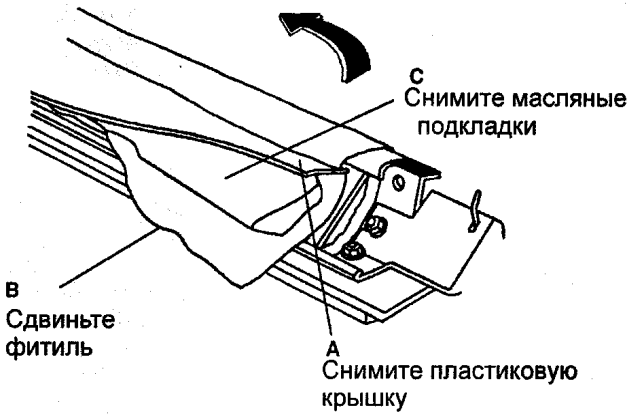

Рис. 1 Снятие масляных подкладок
3. (РИС. 1): СНИМИТЕ МАСЛЯНЫЕ ПОДКЛАДКИ.